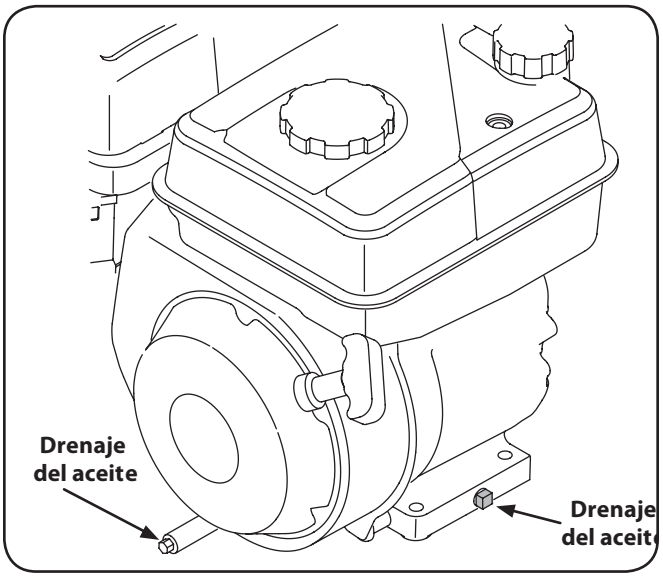

Figura 6-3
6. Retire el tapón de drenado del aceite, si está incluido. Vea la Figura 6-3.
NOTA: Dependiendo del modelo de motor que tenga, el tapón de aceite puede ser colocado de forma diferente. Estas posiciones incluyen en la parte frontal y / o parte posterior del bloque, o como un tubo extendido. Los ejemplos se muestran en la Figura 6-3.
12. Cargue el aceite recomendado, consulte las especificaciones para el aceite y el combustible que figuran en la sección Configuración del presente manual, y la Figura 6-3.